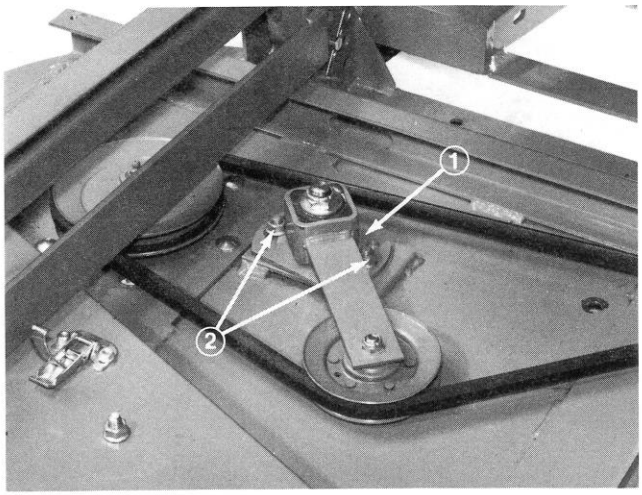

Figure 41
4. Loosen two nuts securing idler plate in place (Fig. 41) and remove old belt from pulleys.
3. Loosen two nuts securing idler plate in place (Fig. 41). Belt tension will be released when nuts are loosened.